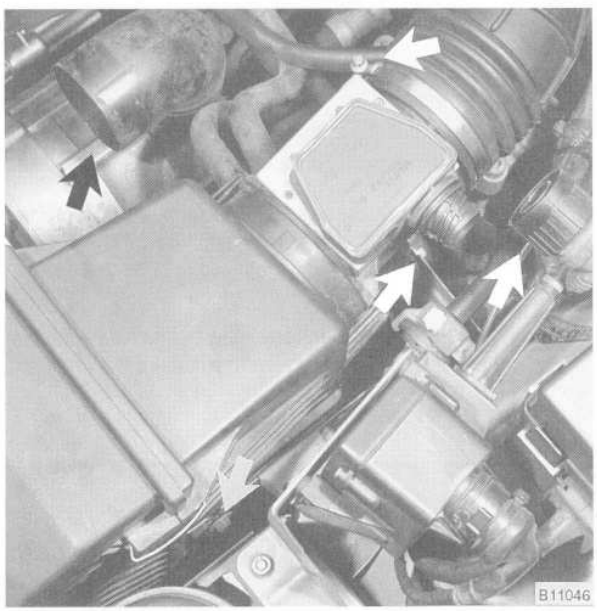

Fig. 7. Alternator cooling duct, air mass sensor connector, intake air duct hose clamp, and air cleaner housing mounting nuts (**arrows**).
7. Unscrew and disconnect the electrical connector from the air mass sensor. Loosen the intake air duct hose clamp and disconnect the vacuum hoses from the air duct. Loosen the air cleaner housing mounting nuts and remove the air cleaner housing from the car together with the air mass sensor and the intake air duct. See Fig. 7.